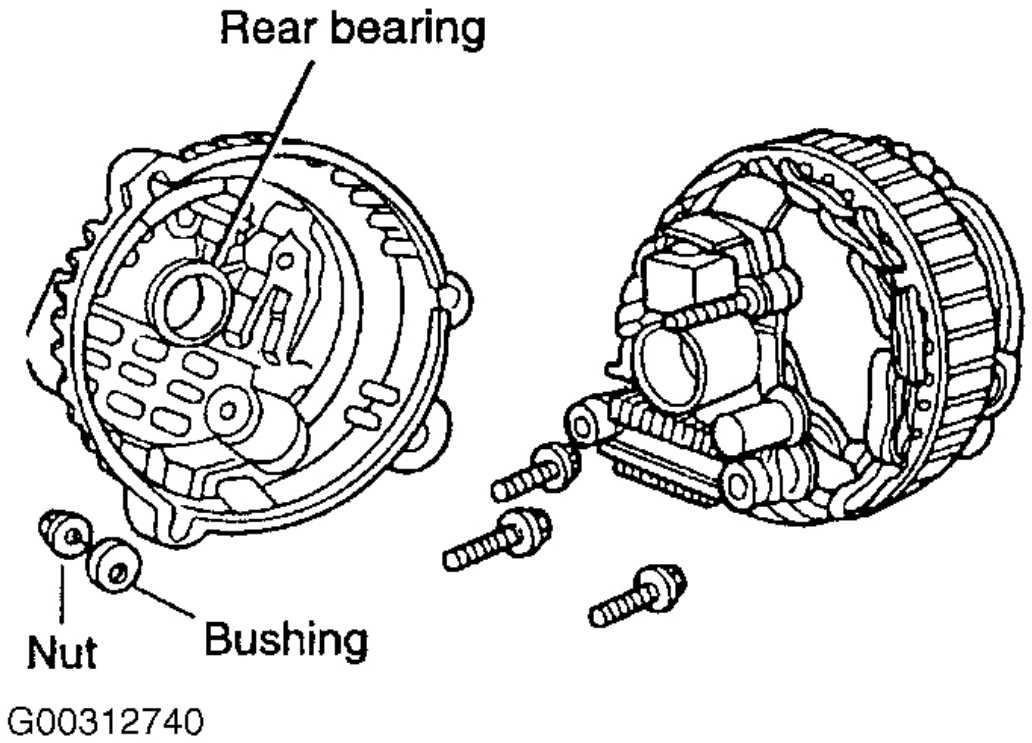

Fig. 29: Apriete B Nut
5. Apriete la tuerca terminal "B" y el casquillo aislante. Ver **La Fig. 29** .